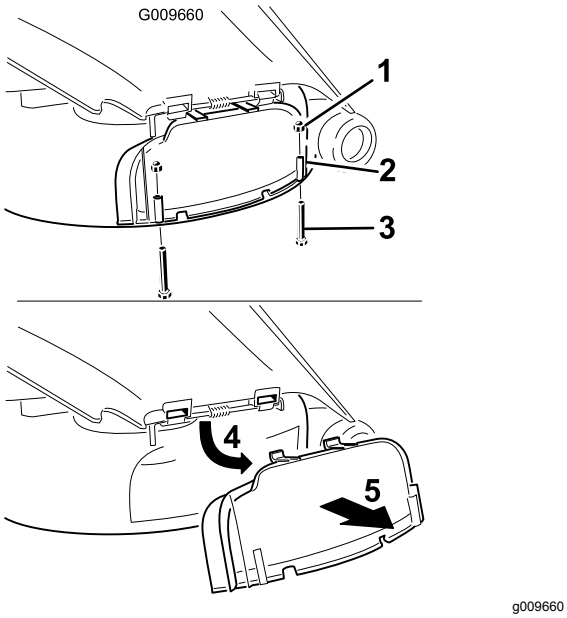

Figur 20
3. Fjern de to bolte og møtrikker, som fastgør udblæsningsdækslet til plæneklipperen (Figur 20).